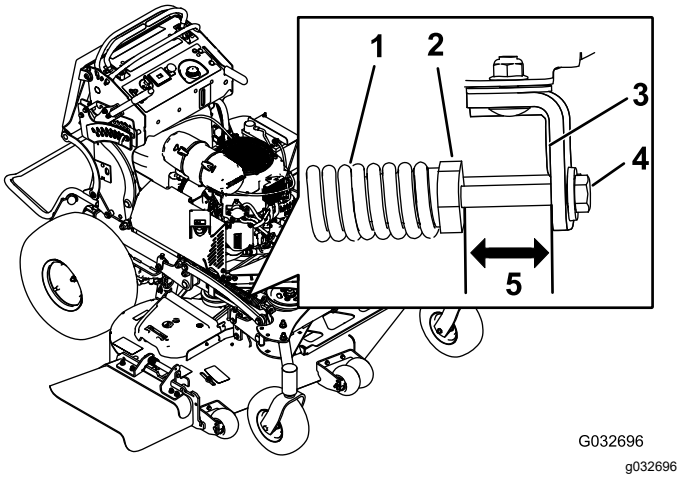

Figure 96
2. Vérifiez la distance entre l'écrou de ressort et l'arrière du support soudé (Figure 96).
3. La distance doit être comprise entre 47 et 50 mm (1,8 et 2 po), comme montré à la Figure 96.
4. Au besoin, réglez la distance en ajustant le boulon sur l'avant du support (Figure 96).